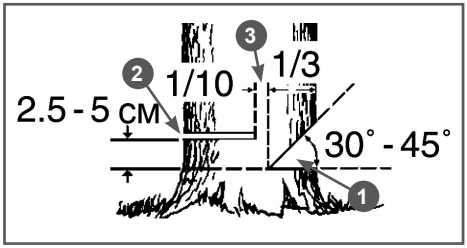

Рис. 12 Расположение запила, пропила и недопила
8. Начните пилить с той стороны дерева, куда оно должно упасть (Рис. 12). Сделайте запил 1 с той стороны, куда должно упасть дерево, глубиной примерно 1/3 диаметра ствола и под углом от 30 до 45 градусов (Рис. 12).
Ни в коем случае не допиливать до конца недопил 3 (Рис. 12), так как при этом невозможно контролировать направление падения дерева.
9. Сделайте основной валочный пропил 2 с противоположной стороны, выше основания запила на 2,5-5 см. Между основным пропилом и запилом должно оставаться недопил 3 примерно 1/10 диаметра ствола. Вставьте своевременно клин в пропил. Недопил 3 действует как шарнир и позволяет контролировать падение дерева (Рис. 12).